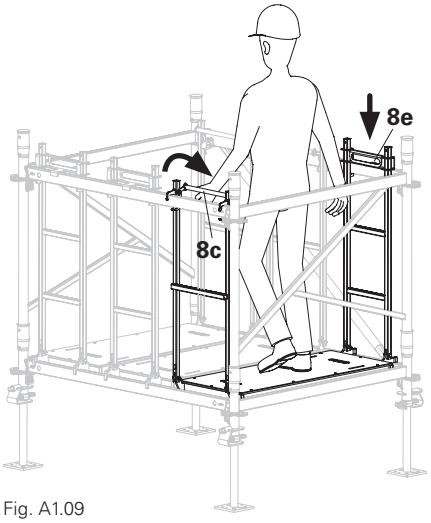

Fig. A1.09
6. Install the final deck, positioned at 180° to the other decks. (Fig. A1.09)
(Fig. A1.09)